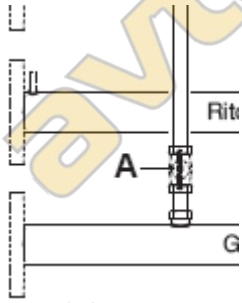

рис. 2.1
• отсекающие краны (A – рис. 2.1) должны быть открыты;